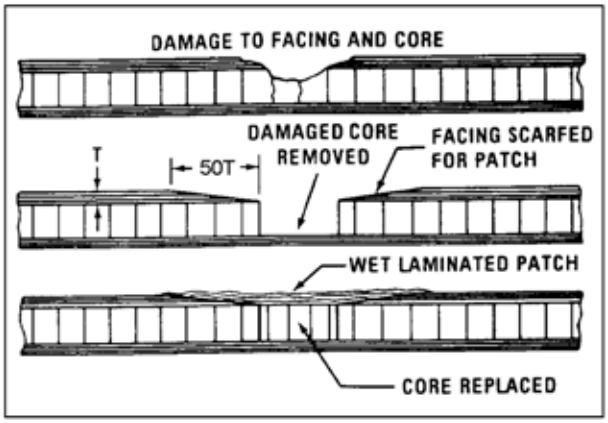

FIGURE 3-2. Typical core and facing repair.
(3) Damage that extends completely through one facing and into the core requires the replacement of the damaged core and facing. A method for accomplishing this type of repair is shown in figure 3-2. An alternate method for repairing the facing is shown in figure 3-3. The damaged portion is carefully trimmed out to a circular or oval shape and the core material is removed completely to the opposite facing. Exercise caution so as not to damage the opposite facing or to start delamination between the facings and the core around the damage.